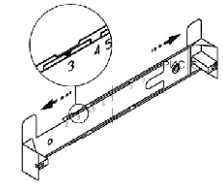

рис. 5
- прежде чем прикрепить кронштейн к стене, необходимо выставить его на нужный размер (равный ширине верхней фальштрубы) рис.5. Увеличьте размер кронштейна (если это необходимо), раздвинув его, и установите фиксатор напротив цифры, соответствующей Вашей вытяжке (см табл.3, графа N).